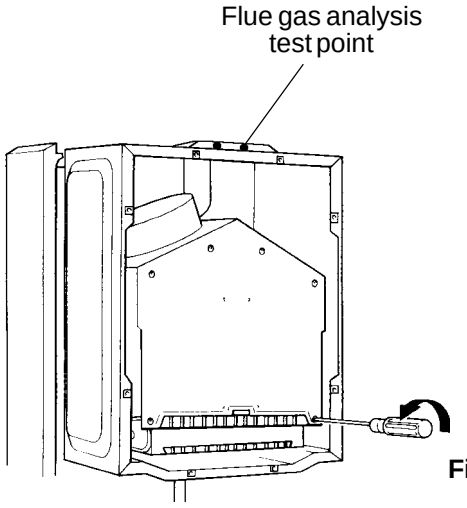

Fig. 26
NOTE: There is a flue gas analysis test point incorporated in the flue outlet. (see fig. 26)
8.6.3 Remove front of combustion chamber by releasing six screws fig. 26